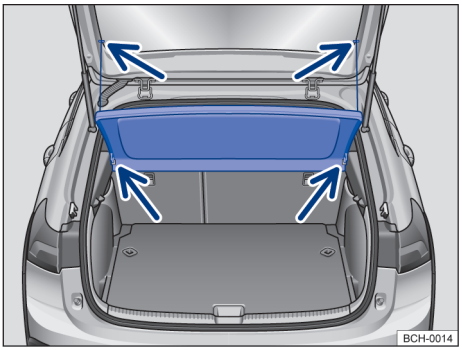

Fig. 151 No compartimento de bagagem: remover e instalar a cobertura do compartimento de bagagem.
– Desprender os cordões de retenção do suporte da tampa traseira → Fig. 151 (setas superiores).
– Retirar a cobertura do compartimento de bagagem por trás, para fora dos suportes laterais → Fig. 151 (setas inferiores).
– Empurrar a cobertura do compartimento de bagagem para a frente, introduzindo-a nos suportes laterais → Fig. 151 (setas inferiores).
– Encaixar os cordões de retenção na tampa traseira → Fig. 151 (setas superiores).